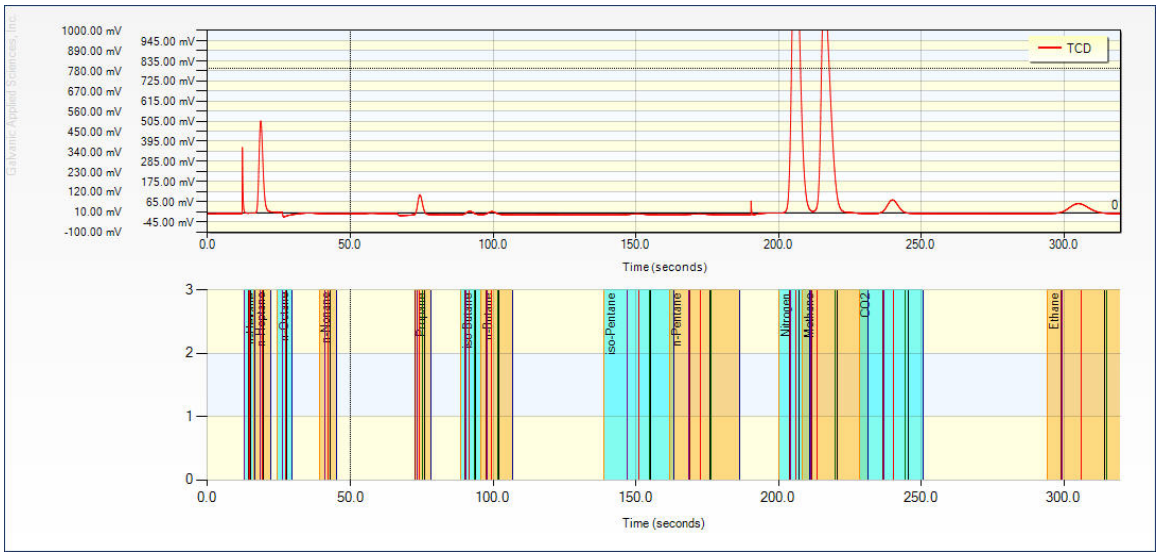

Figure 4-25: Components integration windows along with chromatogram
- ***Components*** – Clicking on this tool in the Chromatogram ribbon with first prompt the User to select which Component List will be loaded. Component integration window parameters are then displayed below the chromatogram as shown in Figure 4-25.